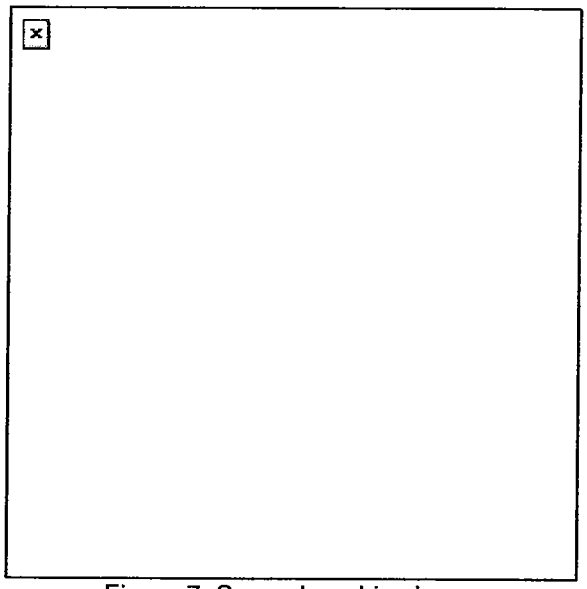

Figure 7. Secondary drive lever.
(2) Lift out the secondary drive lever from the top cover (Figure 7).